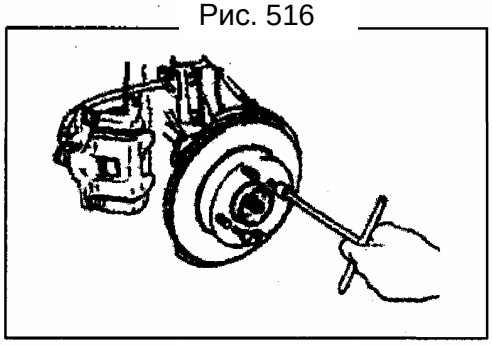

Рис. 517
4) Снимите болты крепления суппорта (Рис. 517).